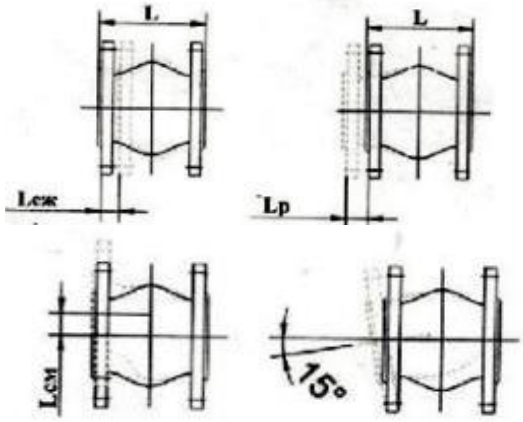

Рис.2
2.2. Значения максимально допустимых деформаций компенсаторов приведены в табл. 2 и на рис.2.